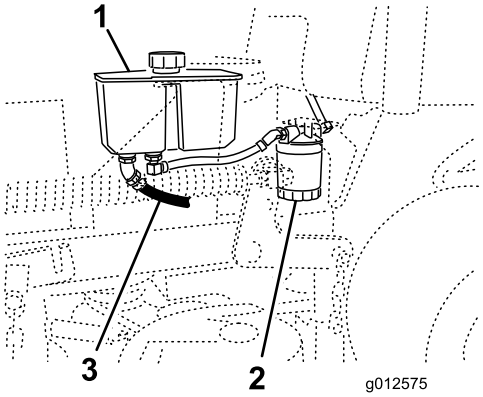

**Figuur 73**
4. De voorste hydraulische slang bevindt zich onder de hydraulische tank. Plaats een opvangbak onder de tank (Figuur 73).